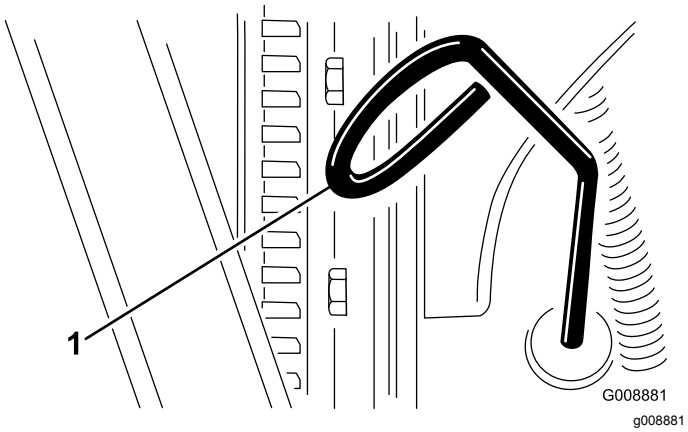

Rysunek 43
3. Wyjmij wskaźnik poziomu oleju, wytrzyj go i włóż ponownie (Rysunek 43).